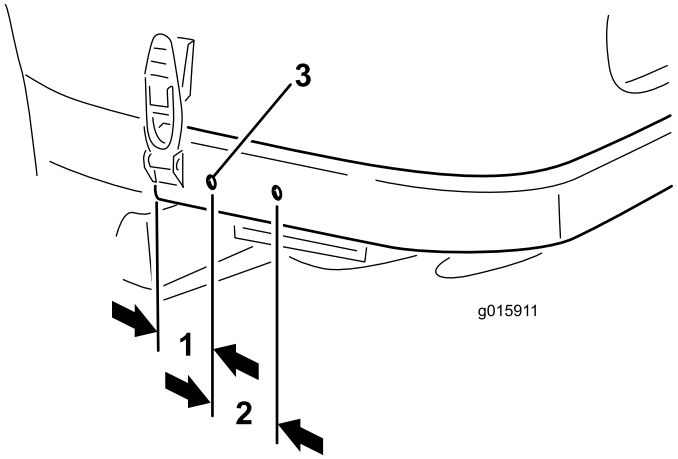

Figure 9
2. En vous aidant des dimensions indiquées à la Figure 9, localisez, repérez et percez (2) trous de 9 mm de diamètre de chaque côté du cadre arrière. Centrez les trous en haut et en bas du cadre.